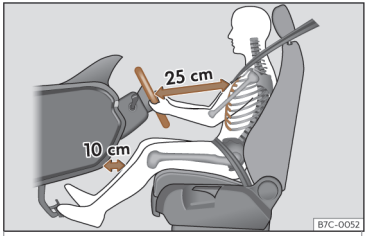

Fig. 6 La separazione corretta tra il conducente e il volante deve essere di 25 cm come minimo (10 pollici).
- Regolare il volante in modo che si trovi a una distanza di almeno 25 cm (10 pollici) dallo sterno››› **fig. 6** e sia possibile tenerlo con entrambe le mani sui lati, all'esterno, con le braccia leggermente flesse.
- Regolare il sedile longitudinalmente in modo da poter premere completamente i pedali tenendo le ginocchia leggermente piegate e in modo tale che la distanza tra l'area del ginocchio e il cruscotto sia di almeno 10 cm (4 pollici)››› **fig. 6**.